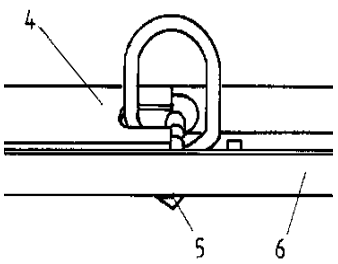

Abb. 5
- Le levier de serrage (4) est bloqué dans le support en U (6) par le levier de fermeture (5) (fig. 5). Si ce n'est pas le cas, appuyer sur le levier de serrage (4) jusqu'à ce que le levier de fermeture (5) s'enclenche sous le support en U (6).